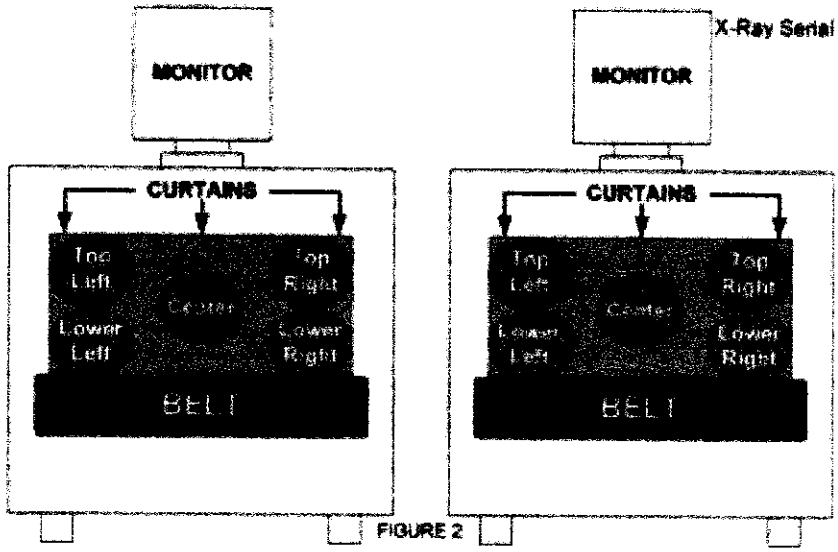

FIGURE 2
3. While holding the meter 5 centimeters (about 2 inches) from the surface, take readings in the area of the circles shown (Figure 2 above) on **BOTH** sides (ENTRANCE and EXIT) of the X-ray machine (total of 18 readings).